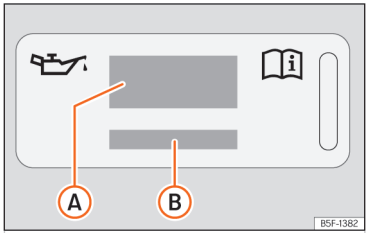
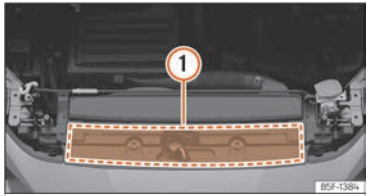

Fig. 213 In the engine compartment: engine oil label
Fig. 214 In the engine compartment: area where the engine oil label is located
Key to the ››› Fig. 213:
If the engine oil has to be topped up, use one of the oils shown on the label ››› Fig. 213. The label with the prescribed standard is located at the front of the engine compartment ››› Fig. 214 ①. If you use the recommended engine oil, you can top up the oil as often as necessary.
- If the label showing the engine oil specifications is missing ››› Fig. 213, please contact a specialist workshop.